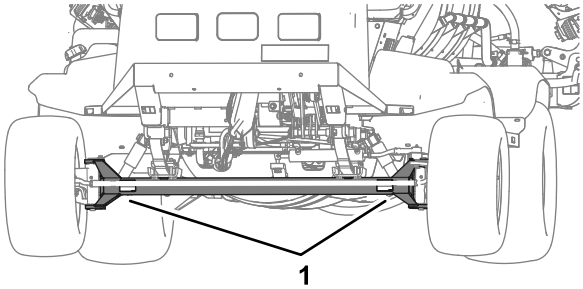
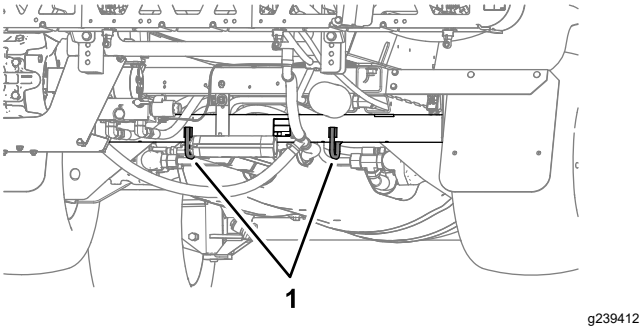

Figura 58
Figura 59
- Amarre la máquina firmemente al vehículo de transporte; la Figura 58 y la Figura 59 ilustran los puntos de amarre de la máquina.